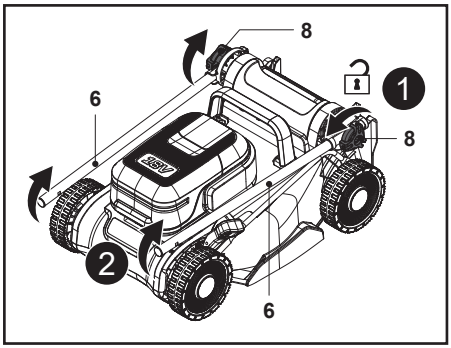

Fig. 1
2. Desaperte o botão de bloqueio (8) para a esquerda, sem o remover, e, em seguida, desdobre o guiador inferior (6) (Fig. 1, passos 1, 2)